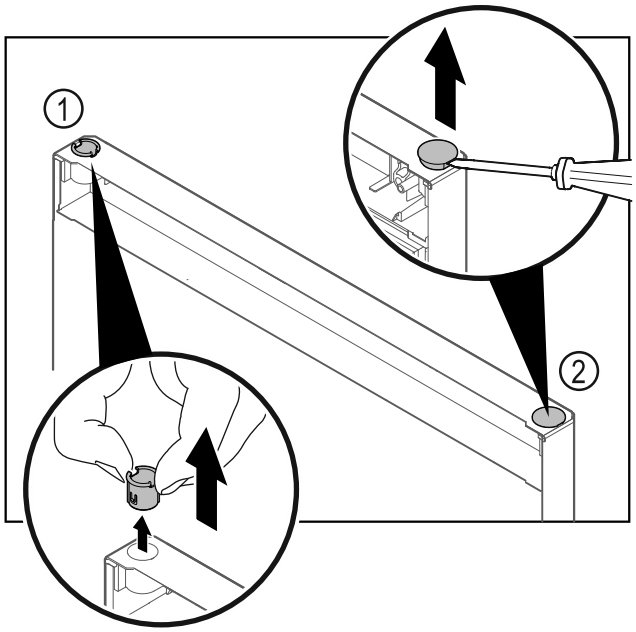

Fig. 16
▶ Pull out the hinge bushing *Fig. 16 (1)* with your fingers.
▶ Carefully lift the cover plug *Fig. 16 (2)* with a slotted screwdriver and pull it out.